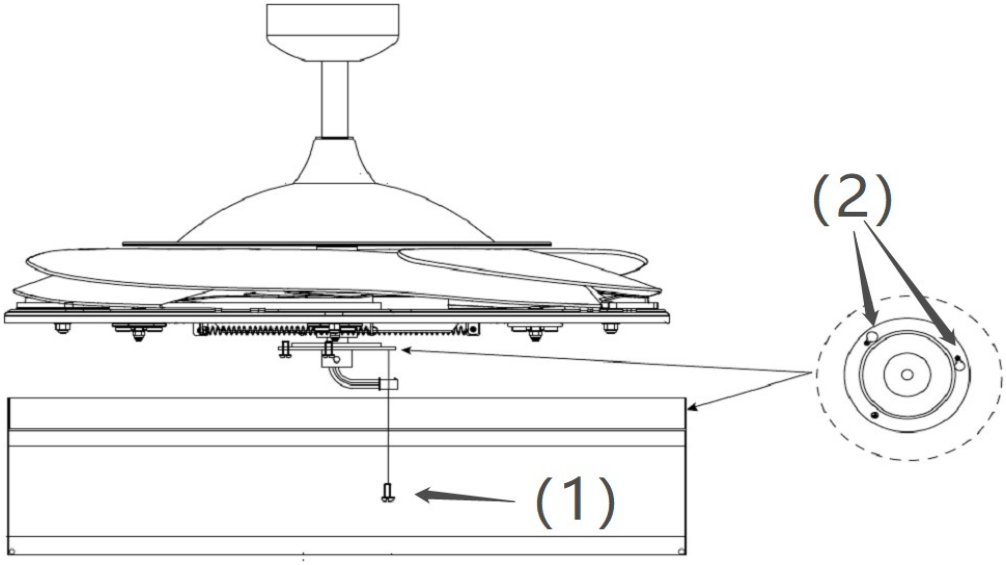

Rys. 6
INSTALACJA ZESTAWU OŚWIETLENIOWEGO (rys. 6 i 7)
1. Poluzuj śrubę (1) na wsporniku wentylatora. Wyrównaj dwie śruby z otworami na dziurki od klucza (2) wspornika zestawu oświetleniowego. (Rys. 6)
2. Obróć zestaw oświetlenia w kierunku przeciwnym do ruchu wskazówek zegara, aż śruby gniazda zostaną mocno osadzone na końcach gniazd (2).
3. Przykręć śrubę (1) do wspornika klosza lampy. Dokręć wszystkie trzy śruby. Nie dokręcać zbyt mocno.